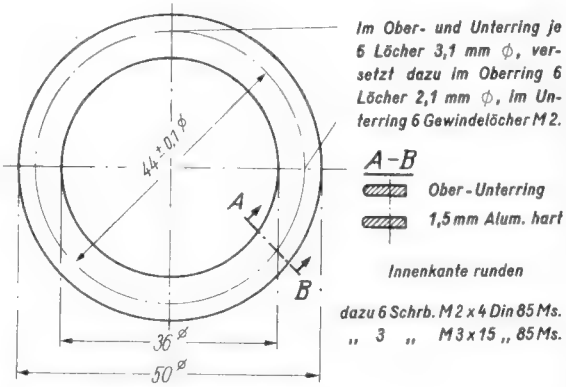

Bild 5. Spannringe für die Membran
Normalerweise macht das Befestigen und Spannen der Membran die größten Schwierigkeiten. Die vom Verfasser entwickelte 3-Punktbefestigung erleichtert diese Arbeit. Nach **Bild 5** sind zwei Ringe anzufertigen, zwischen denen die Membran gespannt wird. Für die Membran selbst besorgen wir uns einen alten statischen Kondensator, dessen Wickel breiter als 50 mm ist (Hochspannungs-Kondensator). Zuerst nehmen wir eine Glasscheibe, säubern sie gut mit Spiritus; dann schneiden wir ein Stück Kondensator-Folie von 100 mm Länge ab und legen es auf die Glasplatte. Mit einem sauberen, weichen Lappen, der in Spiritus getaucht ist, wird nun die Folie glattgestrichen. Dann ist die Folie abzuheben, die Glasplatte nochmals mit Spiritus abzuwischen und nun die schon gesäuberte Seite der Folie nach unten zu legen. Jetzt wird die andere Seite sehr sorgfältig unter Verwendung von Spiritus gereinigt und glattgestrichen, bis keine Falte mehr vorhanden ist. Mit der Lupe betrachten wir die Folie; es dürfen keine Löcher und rauhen Stellen vorhanden sein. Bei einem 100 mm langen Stück findet man immer eine brauchbare Stelle.
- 1 Oberring } Bild 5
- 1 Unterring } Bild 5